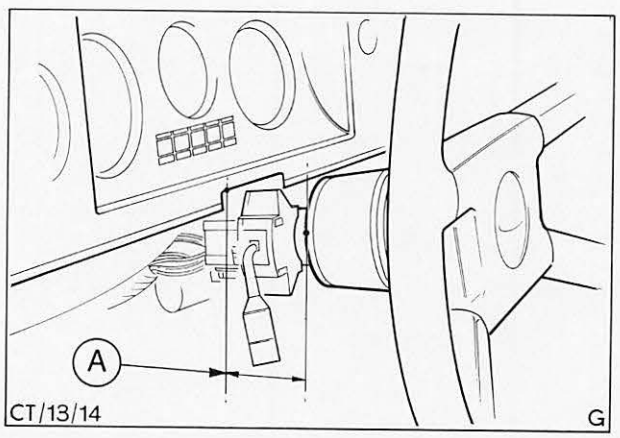

Abb. 83 Lenksäule in richtige Einbaulage bringen
31. Lenksäule axial verschieben, um zwischen Unterkante Lenkrad und Instrumententafel einen Abstand von 75 mm ± 2 mm zu erreichen, Abb. 83. Befestigungsmuttern mit vorgeschriebenem Drehmoment festziehen.